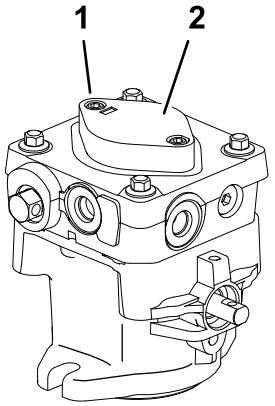

Figura 52
7. Para cebar la bomba de carga, afloje los dos tornillos de caperuza de cabeza hexagonal (Figura 52) únicamente 1-1/2 vuelta. Asegúrese de que el motor no está en marcha. Levante el alojamiento de la bomba de carga y espere a que fluya un caudal constante de aceite de debajo del alojamiento. Vuelva a apretar los tornillos de caperuza Haga esto en ambas bombas.